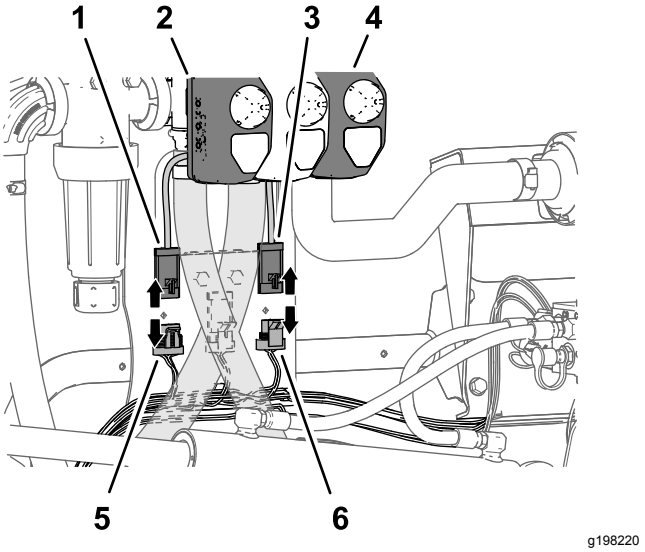

Figur 30
2. Koble kontakten med fire sokler på maskinledningssatsen merket HASTIGHETSVENTIL fra kontakten med fire pinner på aktuatoren for hastighetsventilen (Figur 30).
3. Koble kontakten med tre sokler på maskinledningssatsen merket HOVEDSPREDERVENTIL fra kontakten med tre pinner på aktuatoren for hovedsprederventilen (Figur 30).